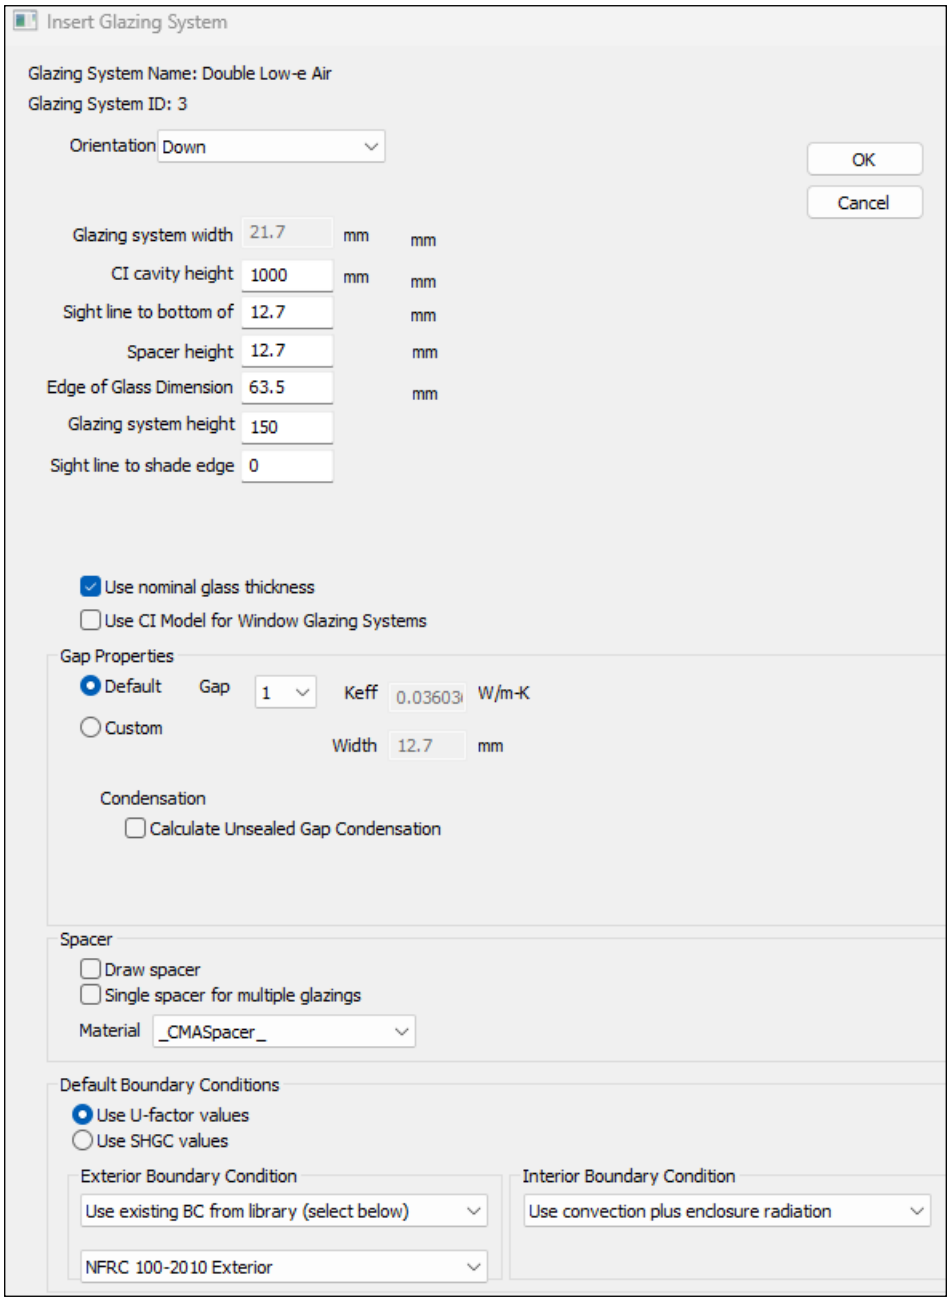

Figure 5-42. The Insert Glazing System dialog box.
The **Insert Glazing System** dialog box will appear (see Figure 5-42), with the following input values to be specified:
- Turn it on for each glazing system as you import it: By checking the "Use CI Model for Window Glazing Systems" checkbox on the Glazing System Library dialog box when you import a system from WINDOW, as shown in Figure 5-42, you can specify for individual systems whether to use the CI Model.